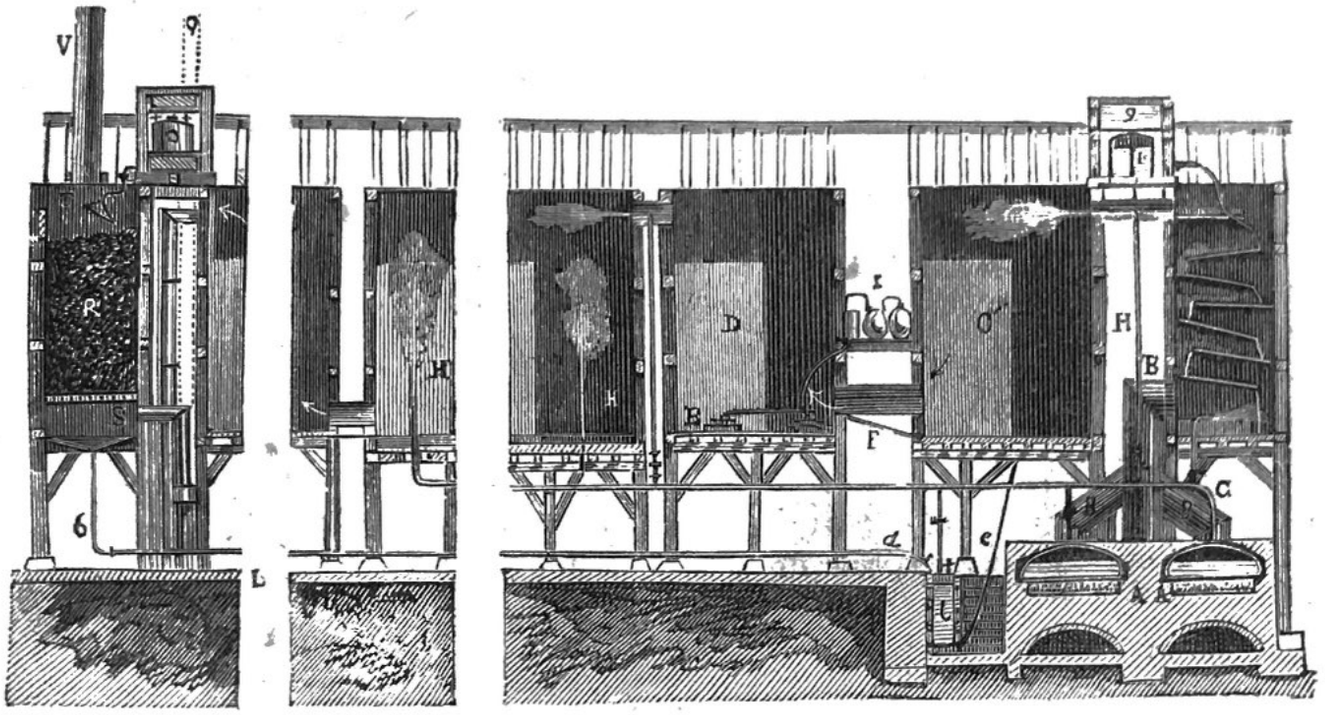

Fig. 92. — Camere di piombo.
La preparazione industriale dell'*acido solforico* si fa oggi in un apparecchio detto delle *camere di piombo*, ideato da Giovanni Holker (1), e reso manifatturiero da Holker, Chaptal e Darcet. Ecco la descrizione di questo apparecchio (fig. 92). *A* e *A'* sono due forni accoppiati nei quali si brucia il solfo sopra una larga lastra di ferro. Il calore prodotto da questa combustione è utilizzato per fornire il vapor acqueo necessario alla reazione nelle camere. A tal uopo una caldaja è collocata in ogni fornello, immediatamente sopra il piano dove arde il solfo. Un tubo *cd* conduce questo vapore nelle diverse camere. All'estremità di ognuno dei due forni, un grosso tubo di lamiera *B* porta i gas della combustione in un camino o condotto comune *B'*, la cui sezione di passaggio è uguale alla somma delle sezioni dei tubi *B*. Questo camino deve avere un'altezza almeno di 6 o 7 metri, affinchè i gas acquistino una forza
(1) Holker (Giovanni) dotto industriale inglese, naturalizzato francese (1718-1786). Era alla testa d'una filatura importante che abbandonò nel 1745 per raggiungere il principe Carlo Eduardo sbarcato in Scozia; si distinse alla battaglia di Culloden dove fu ferito e ricevette una spada d'onore, indi fu fatto prigioniero a Carlisle e condannato a morte. Potè fuggire e rifugiarsi in Francia, ove passò a servire nel reggimento irlandese O' Glevy, e meritò il brevetto di capitano e la croce di San Luigi. Lasciò il servizio per occuparsi d'industria, e fu nominato ispettore generale delle manifatture. Stabilì a Rouen, a Sens, a Montereau, a Montargis, a Lione, caldaje a caldo per l'apprettatura delle stoffe, filature di cotone, montò la tintura in blu a caldo, fondò fabbriche di più specie di cotone, particolarmente di velluto di cotone allora sconosciuto. Malgrado la sua condanna a morte, passò in Inghilterra travestito per attirare in Francia operai d'ogni genere. Nel 1766 fondò la prima fabbrica di acido solforico col sistema delle camere di piombo. Il suo nipote, morto a Parigi nel 1844, perfezionò l'industria dell'acido solforico, ed il suo metodo, impiegato nelle fabbriche da lui fondate in società con Darcet e Chaptal, alle Terne a Nanterre, è quello usato oggidì in tutti i grandi stabilimenti.